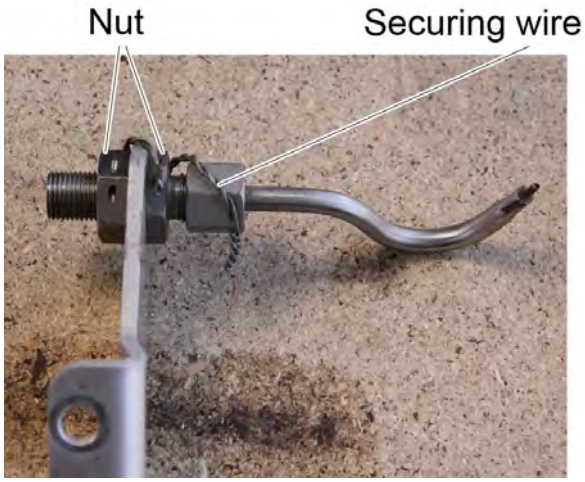

Figure 4
3. ***Remove the securing wire completely and detach the nut at the left hand side of the bracket. See Figure 4.***